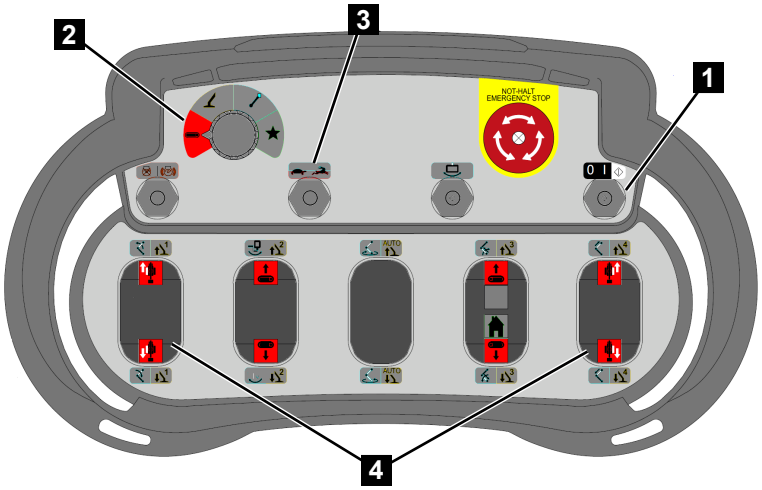

Fig. 110
2. Set the function selection switch to *[crawler function]* (red) (Fig.110/2).
3. Use the mode selector (Fig.110/3) to select the speed: *[crawl speed]* or *[fast speed]*.
4. Use the control levers (Fig.110/4) to move the machine as indicated in the following table.